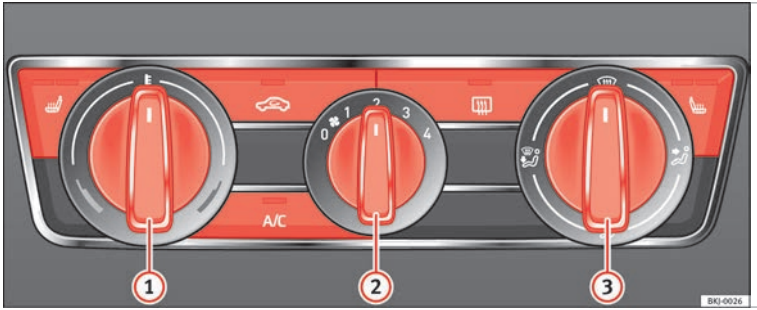

Fig. 175 Mandos del aire acondicionado en el tablero de instrumentos.
- Desconecte el sistema de refrigeración con la tecla **A/C** ››› fig. 175 (se apaga el testigo de la tecla).
- Gire el regulador de temperatura ››› fig. 175 ① para ajustar la temperatura deseada en el habitáculo.
- Con el regulador de la distribución de aire ››› fig. 175 ③ dirija el caudal de aire en la dirección que desee: (hacia el parabrisas), (hacia el pecho), (hacia la zona reposapiés) y (hacia el parabrisas y la zona reposapiés).